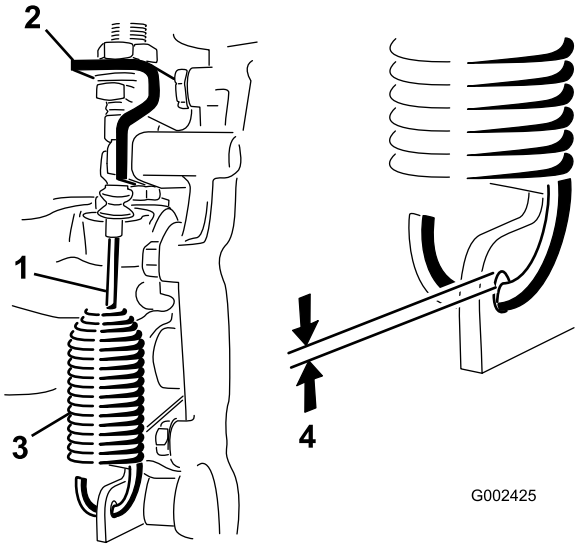

Figuur 51
1. Verwijder de gaffelpennen waarmee de kabels van het hoog/laag-mechanisme zijn bevestigd aan de transaxle (Figuur 51).
2. Draai de contramoeren los waarmee de kabel van de differentieelgrendel vastzit aan de beugel op de transaxle (Figuur 51).